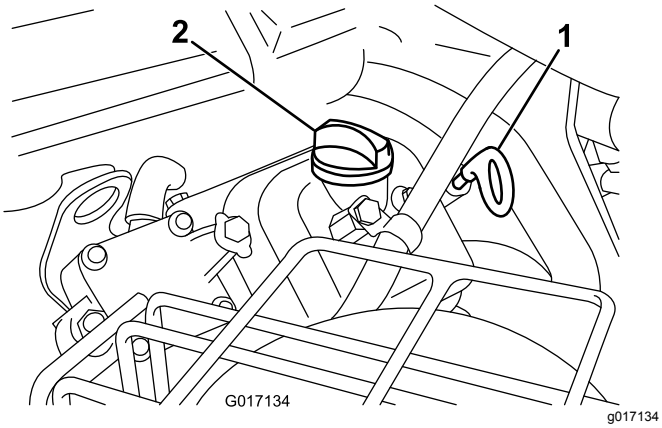

Figur 20
2. Træk målepinden ud, og aftør den med en ren klud. Sæt målepinden ned i røret, og sørg for, at den sidder helt i bund (Figur 20).